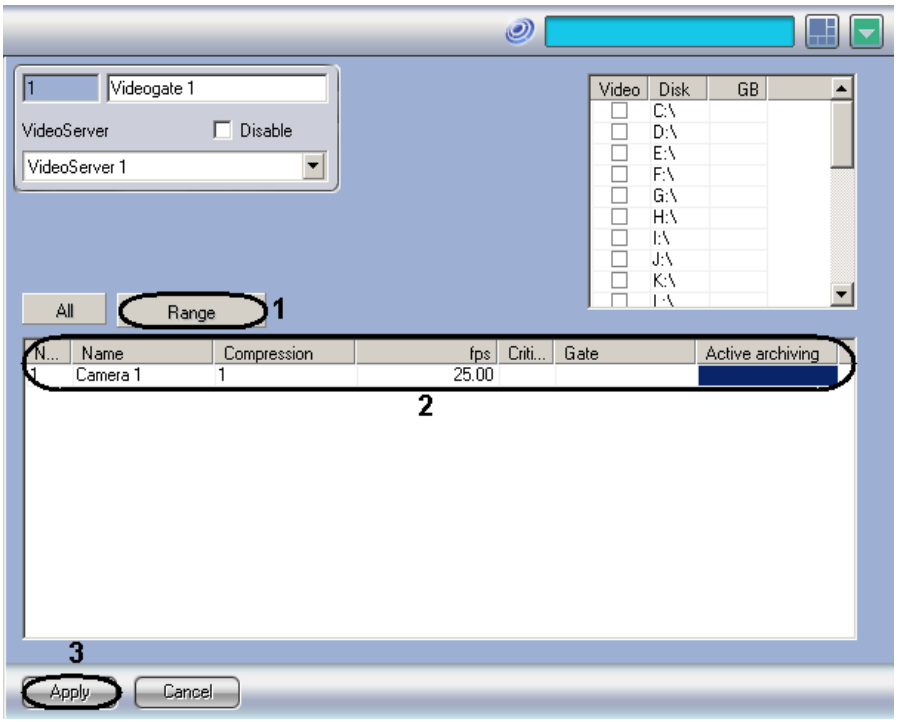

Figure 8.13-5. Range button
1. Go to the settings panel of Videogate system object and then click Range button (Figure 8.13-5, 1).
15. The given settings will be displayed on the settings panel of the “Videogate” object (Figure 8.13-5, 2).
16. To save the given changes click Apply button (Figure 8.13-5, 3).